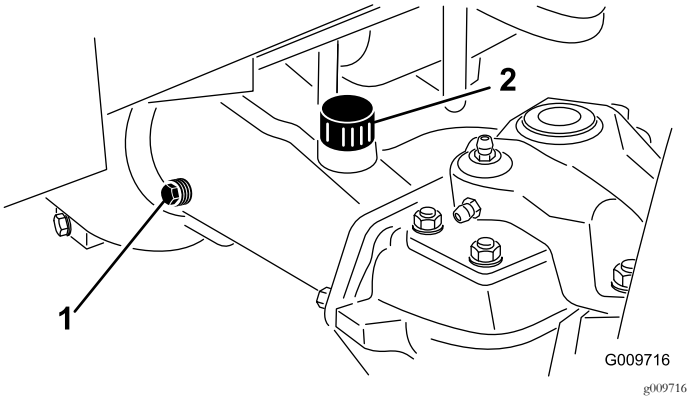

Figur 56
2. Ta bort en kontrollplugg från axelns ena sida (Figur 56) och se till att oljan når upp till botten av hålet.
Obs: Ta bort påfyllningspluggen om nivån är låg (Figur 56), och tillsätt tillräckligt med olja så att nivån når botten av kontrollhålet.